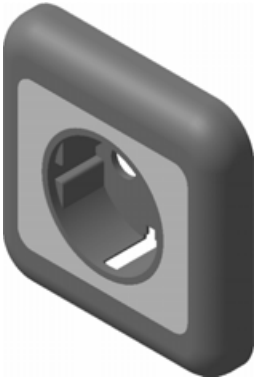

Рис. 7.104
- Вставьте **Накладку** в **Крышку**, выполнив все необходимые сопряжения (рис. 7.104). Сохраните готовую сборку под именем **Крышка розетки** в папке Вилка.